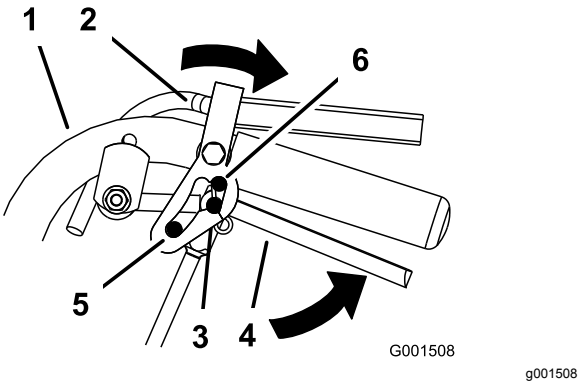

**Figur 10**
2. Placera tummarna på överdelen av låsen och för dem bakåt tills sprintarna är i NEUTRALLÄGE (Figur 10).